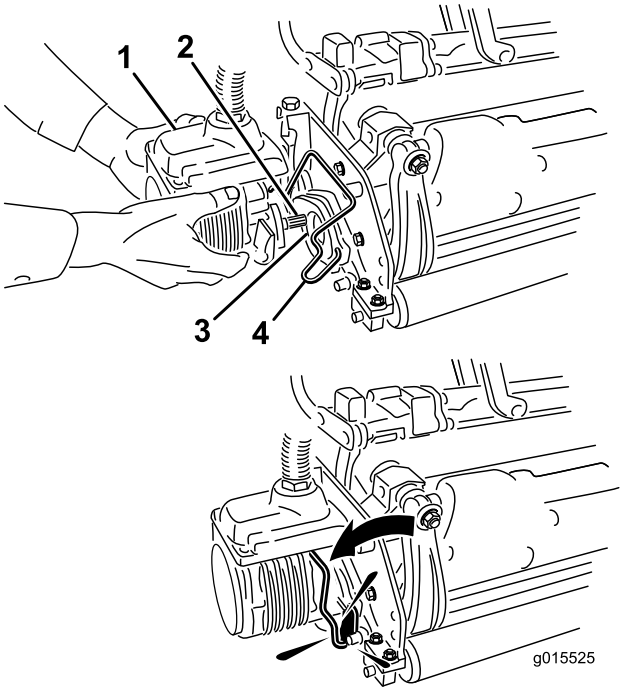

**Figure 35**
6. Enduisez de graisse propre l'arbre cannelé du moteur de plateau de coupe (Figure 35).
7. Insérez le moteur dans le côté gauche du plateau de coupe (vu de la position de l'utilisateur) et tirez la barre de retenue du moteur située sur le plateau de coupe vers le moteur jusqu'à ce qu'un déclic soit entendu des deux côtés du moteur (Figure 35).